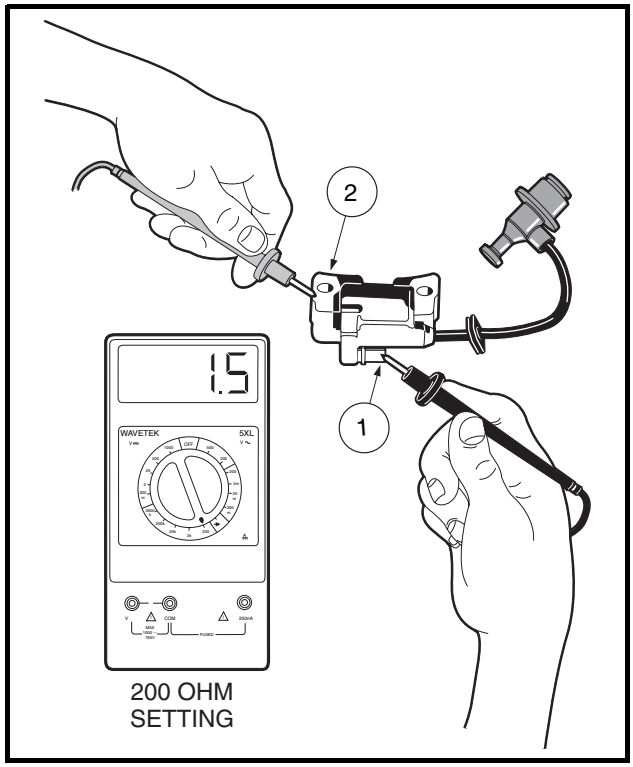

Figure 11-32 Primary Coil Resistance – Bench Test
2.1. Place the black (–) probe of the meter on the terminal on the ignition coil (1), and place the red (+) probe on the core (2) **(Figure 11-32, Page 11-32)**.